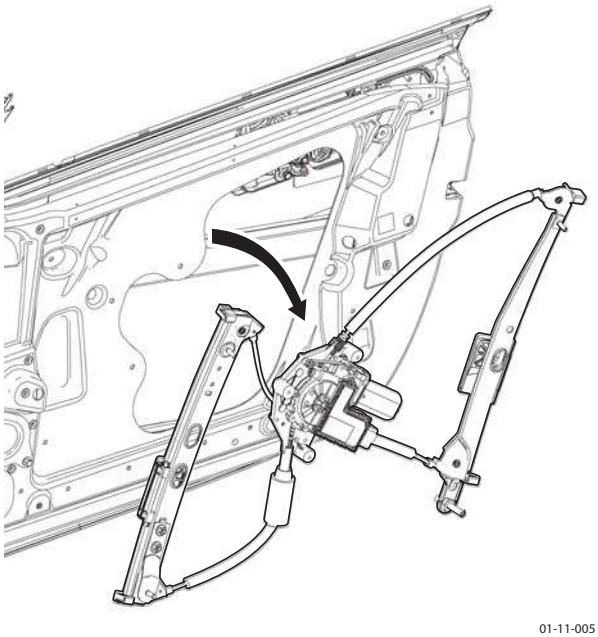

Figure 4
11. Carefully remove regulator mechanism and regulator motor out through the larger door frame aperture (see Figure 4).